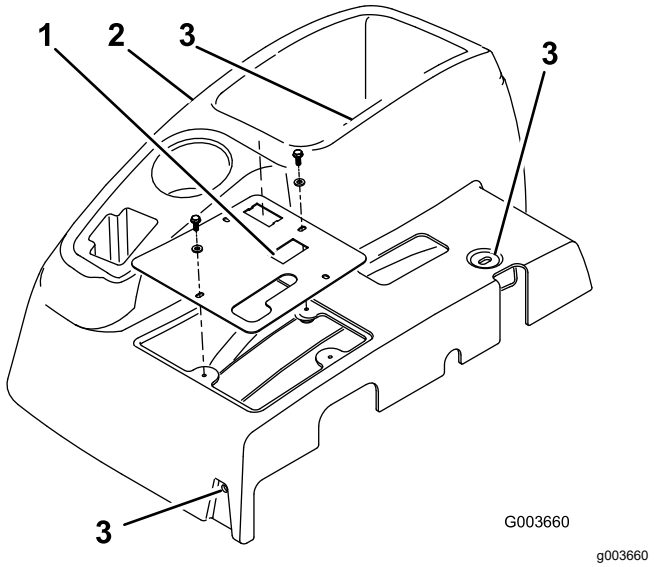

Figur 1
3. Fjern de 4 spændeskiver og bolte, der fastgør kontrolpanelet på instrumentpanelet (Figur 1).
5. Afmonter kontrolpanelet (Figur 1).
6. Fjern de tre bolte, der fastgør instrumentpanelet på rammen (Figur 1). Afmonter instrumentpanelet ved forsigtigt at løfte instrumentpanelets nederste kant omkring støttebeslaget og skubbe det op over bremsehåndtaget.